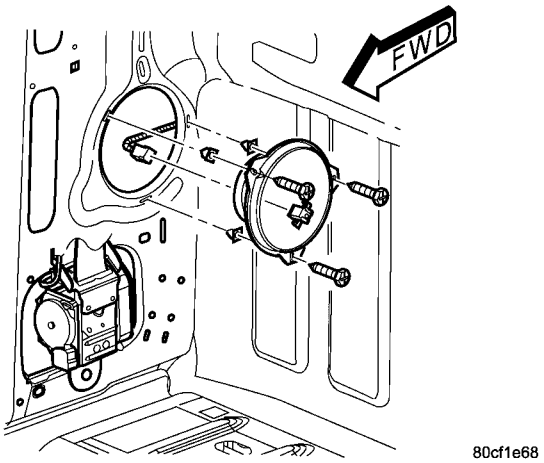

Fig. 19 REAR CAB SIDE SPEAKER
(1) Disconnect and isolate the battery negative cable.
(2) Remove B-pillar lower trim (Refer to 23 - BODY/INTERIOR/B-PILLAR LOWER TRIM - REMOVAL).
(3) Remove speaker mounting screws (Fig. 19).